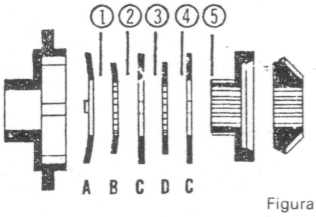

Figura 23
– na figura 23 mostra-se o conjunto com cinco superfícies de fricção e dupla anilha Belleville,